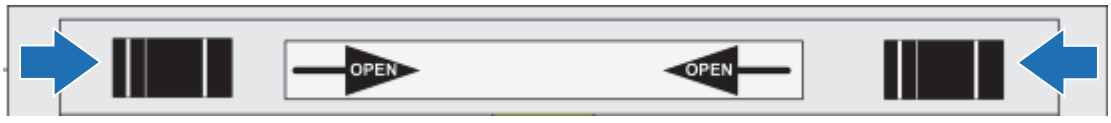

Figure 9–1: Removing the Power Supply Module
a. Squeeze the two latches on the ends of the module towards each other to release the power supply module, as shown in *Figure 9–1*.